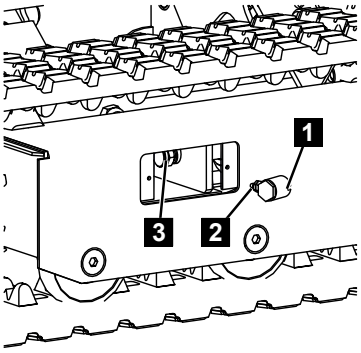

Fig. 188
3. Push the sliding coupling (Fig.188/1) with the grease nipple (Fig.188/2) first onto the grease tensioning cylinder (Fig.188/3).